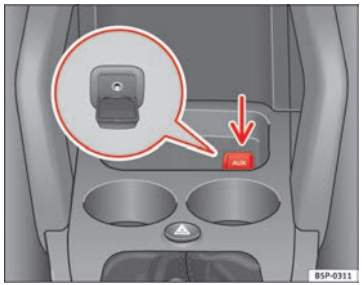

Abb. 119 Anschluss für einen zusätzlichen Audio-Eingang
– Den AUX-Deckel anheben ⇒Abb. 119.